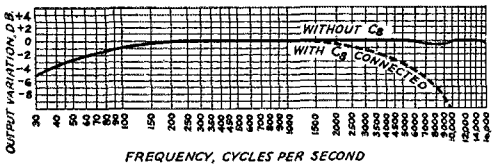
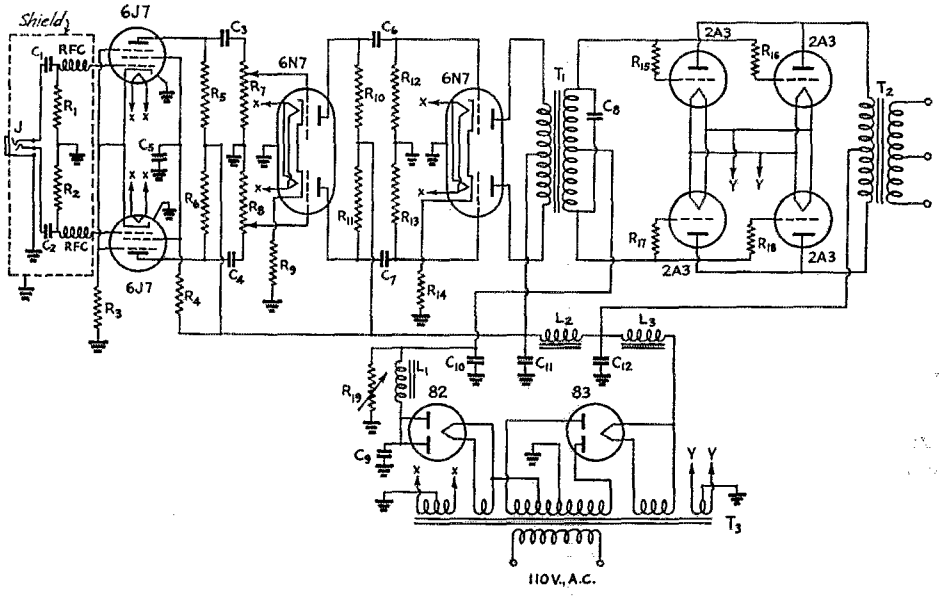

Fig. 1 — Frequency response curves taken with limiting condenser connected for voice transmission and omitted for other uses.
Fig. 2 — Circuit diagram of the amplifier with range limiter
The amplifier shown and described here is intended not as a compromise between a narrow-range system and one suited for purposes other than amateur 'phone work, but as an excellent amplifier for any audio-frequency application. As shown in Fig. 2 it is provided with a condenser (C_8) which limits the high-frequency response of the system, with the resulting curve shown in dashed line in Fig. 1. This curve coincides with
If operation of the amplifier as a wide-range unit is desired, it is only necessary to disconnect C_8, so that the extremely wide response range shown in solid line in Fig. 1 is the result. Actually, the amplifier is built for this range, and the condenser is an accessory for 'phone operation.
The amplifier described in these pages is entirely orthodox in all features except one — the use of push-pull stages throughout. As will be seen from the solid line of Fig. 1, inverse feed-back is not needed for extension of the range of this amplifier, since the response at the low- and high-frequency ends of the desirable range is quite high.
R.f. chokes are used to isolate the input of the 6J7 stage from radio frequency pickup in the microphone cable, which latter should be of the two-wire shielded type. The shielding braid of the cable and the shell of the microphone are grounded, and the two wire conductors of the cable are connected to the crystal element of the microphone (or to the high-impedance transformer winding in a velocity type). Resistors R_1 and R_2 shown in the circuit diagram of Fig. 2 serve as a voltage divider as well as a d.c. connection between grids and ground, so that only two wires are necessary to connect the output of the microphone to the amplifier input.